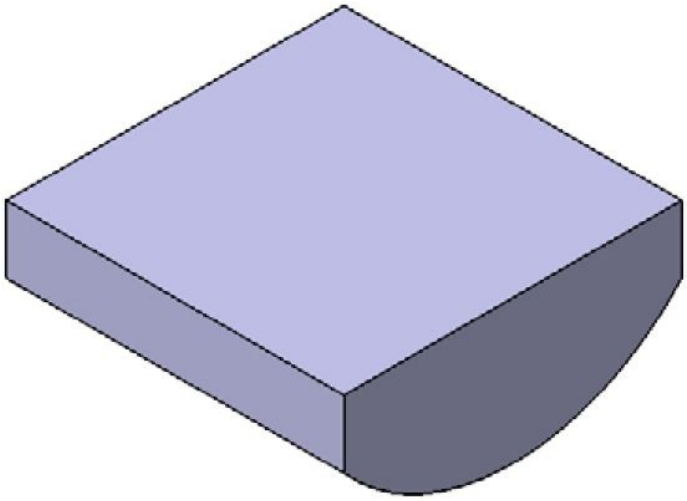

Figure 7-31 *The base feature created*
3. In the **Pad Definition** dialog box, set the value of the **Length** spinner to **150** and select the **Mirrored extent** check box. Choose the **OK** button in this dialog box; the base feature is created. The model after creating the base feature is shown in Figure 7-31.